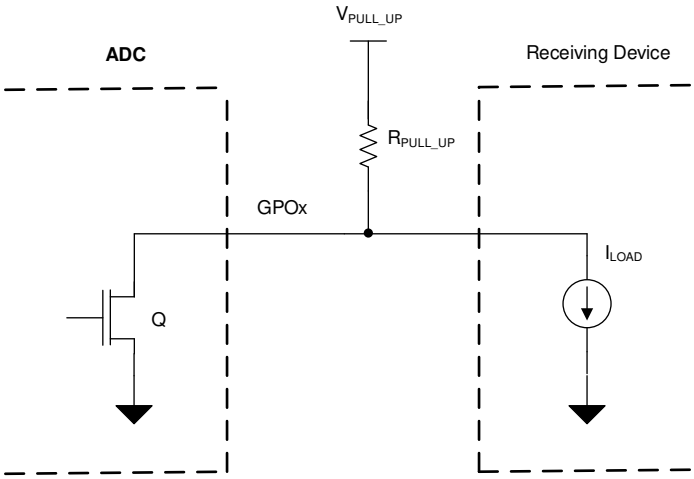

Figure 49. Digital Open-Drain Output
The channels of the TLA2518 can be configured as digital open-drain outputs supporting an output voltage up to 5.5 V. An open-drain output, as shown in Figure 49, consists of an internal FET (Q) connected to ground. The output is idle when not driven by the device, which means Q is off and the pullup resistor, R_{PULL_UP}, connects the GPOx node to the desired output voltage. The output voltage can range anywhere up to 5.5 V, depending on the external voltage that the GPIOx is pulled up to. When the device is driving the output, Q turns on, thus connecting the pullup resistor to ground and bringing the node voltage at GPOx low.